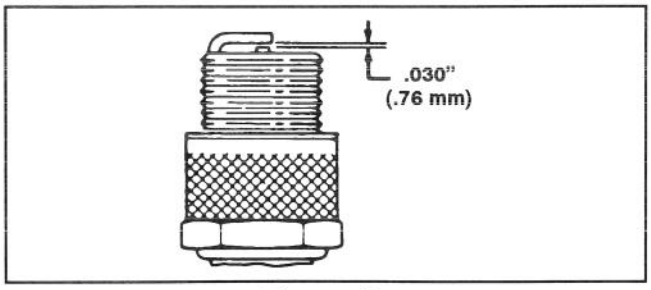

Figure 16
3. Set air gap at 0.76 mm (0.030") (Fig. 16). Install correctly gapped spark plug and gasket seal. Tighten plug firmly to 20 N·m (15 ft–lb).